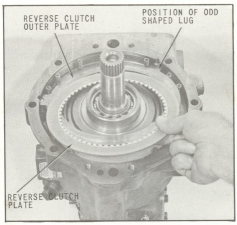
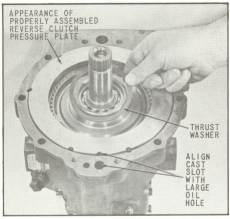

Fig. 52 Installing Reverse Clutch Plates
Fig. 53 Installing Thrust Washer and Reverse Clutch Pressure Plate
50. Install one of the reverse clutch plates over the exposed splined teeth of the ring gear. Install the outer clutch plate with the odd shaped lug located as shown in (Figure 52) to obtain the proper spacing with reference to the springs. Install the second reverse clutch plate on top of the outer clutch plate and over the exposed splined teeth of the ring gear.
51. Install the reverse clutch pressure plate with the twelve (12) holes in
the downward position. Align the cast slot in the pressure plate with the large oil hole in the front face of the transmission case, (Fig. 53). Since the twelve (12) pressure plate springs are not evenly spaced, the slot and oil hole alignment are required to locate the pressure plate with relation to the pressure plate springs, (Fig. 52). A properly assembled reverse pressure plate will appear as shown in (Fig. 53). If pressure plate does not drop down to position, approximately flush with transmission case front face, check the three (3) dowel pins for possible misalignment.
52. Coat thrust washer with petroleum jelly and assemble, as shown in (Fig. 53).